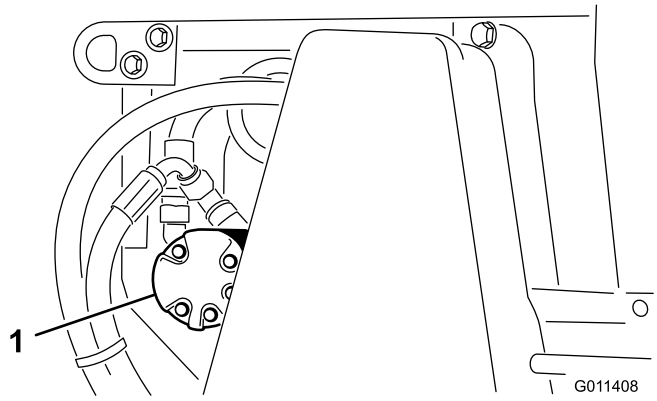

**Figuur 23**
2. Zet de moeren waarmee de motor van de borstel (Figuur 23) aan de linkerkant van de machine bevestigd is los.